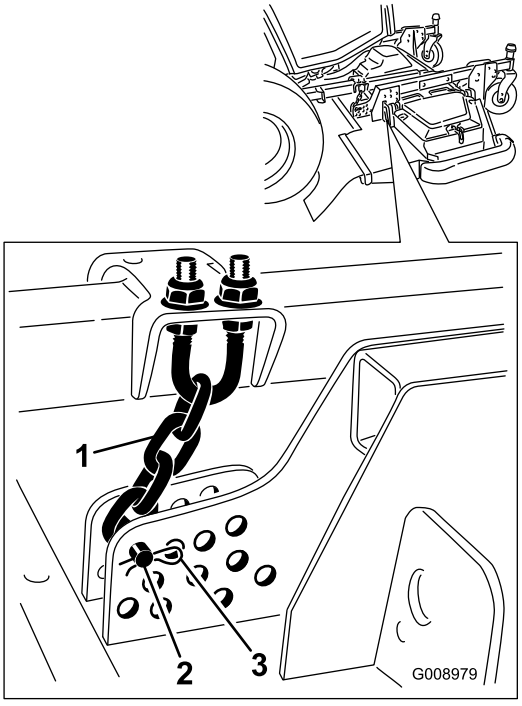

Bild 131
4. Entfernen Sie den Splint und den Lastösenbolzen, mit denen die Schnitthöhenkette an der Rückseite des Mähwerks befestigt ist (Bild 131).